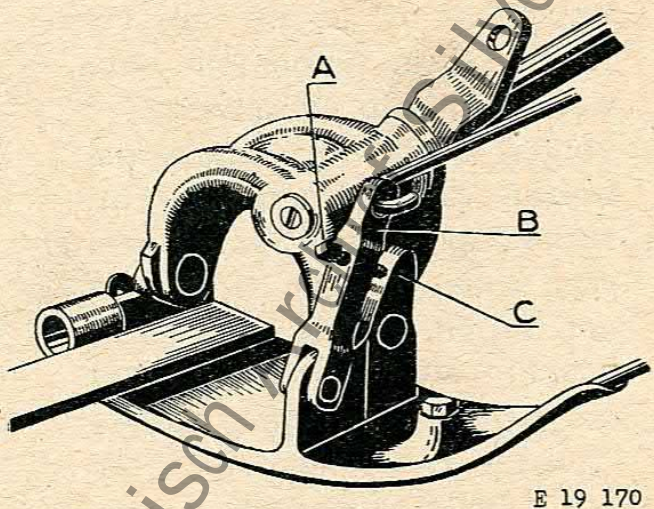

Bild 18.
Bei Handkraftheber: Handhebel nach Ausrasten zurückziehen bis zum Einklinken. Lage und automatische Schaltung des Schneidapparates müssen nun dem vorstehend Beschriebenen (wie bei hydr. Hebevorrichtung) entsprechen. Steht er hier zu steil, d. h. die Schaltstange steht noch unter Spannung, so muß in diesem Falle die Stellschraube (A Bild 18) am Gelenkstück (B) am inneren Schuh vom Anschlag (C) weggeschraubt werden, bis die oben angegebenen Bedingungen erfüllt sind. Hängt der Apparat zu weit ab, so daß also der äußere Schuh in gleicher Höhe wie der innere Schuh oder noch tiefer als dieser steht, so ist die Stellschraube (A) am Gelenkstück (B) weiter gegen den Anschlag zu schrauben. Dabei muß aber das Spannschloß um denselben Betrag verlängert werden.